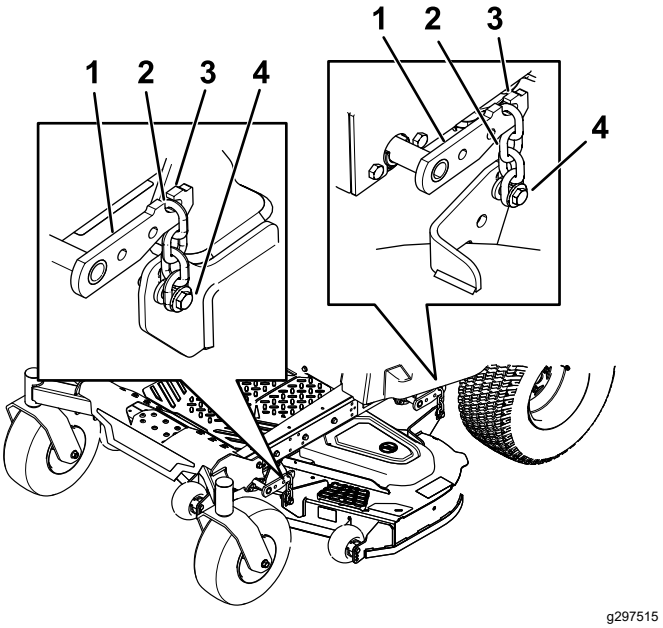

Rysunek 77
8. Zdejmij łańcuchy z haków na końcach ramion podnoszenia podwozia tnącego (Rysunek 77).
6. Unieś tylną stronę podwozia tnącego i zamocuj łańcuchy do tylnych ramion podnoszenia (Rysunek 77).
7. Zamocuj przednie łańcuchy do przednich ramion podnoszenia (Rysunek 77).